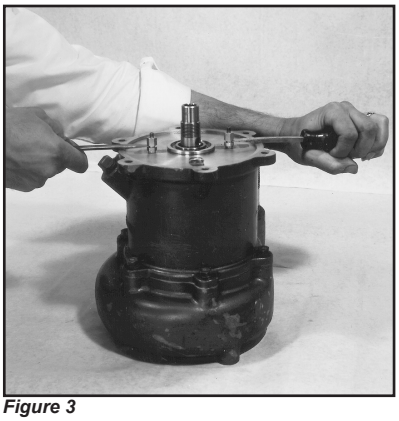

Figure 3
Remove the spacer (item 59) from the shaft and then remove the governor housing assembly from the unit (items 15, 26, and 64-66, reference Figure 3). The ring retainer and seal ring (items 45 and 49) will also be removed along with the governor housing. To access the seal ring (item 49) O-ring seal (item 39), remove the ring retainer (item 51). The seal ring will then drop out of the governor housing assembly. The intermediate housing (item 24) can then be removed by removing the applicable six bolts and hardware.